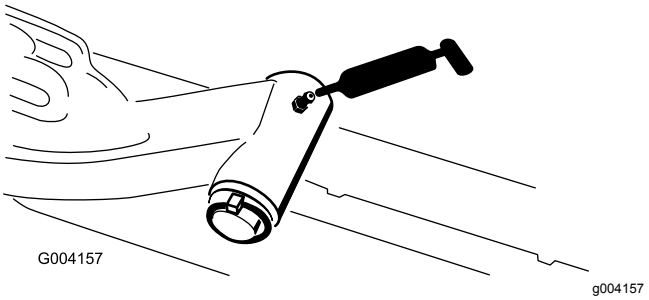

Figuur 66
- Draaias van hefarm (1) (Figuur 66)